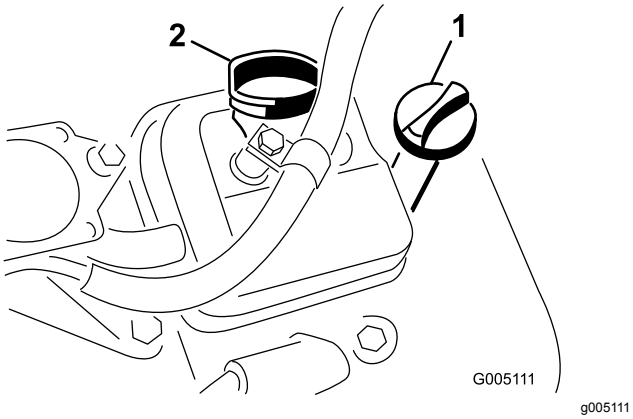

Figuur 33
3. Steek de peilstok in de peilstokbuis en schroef de stok in de buis (Figuur 33).